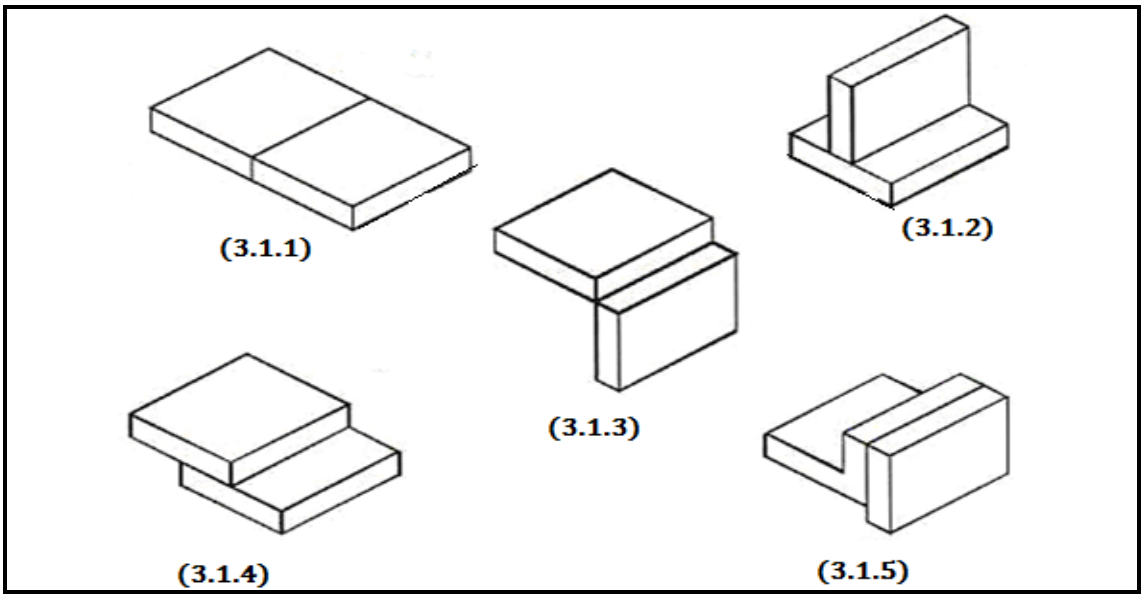

FIGURE 2 (5 × 1) (5)
3.1 FIGURE 2 shows different types of welding joints. Name each joint and write the answer next to the question number (3.1.1–3.1.5.) in the ANSWER BOOK.